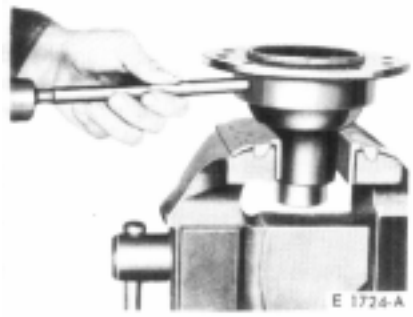

FIG. 13—Driving Out Differential Pinion Shaft
7. Drive out the pinion shaft with a brass drift (Fig. 13).